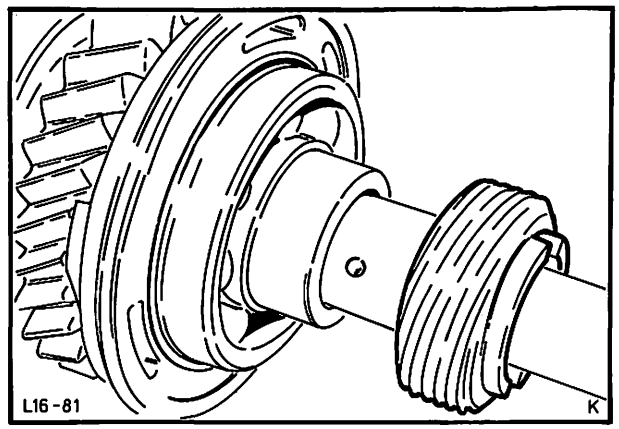

Abb. 97 Tachoantriebsschnecke mit Arretierkugel
23. Tachoantriebsschnecke abziehen und Arretierkugel entnehmen, Abb. 97. Anschließend Abstandsring und Lagerhalter mit Kugellager entfernen. Kugellager aus dem Lagerhalter nehmen.